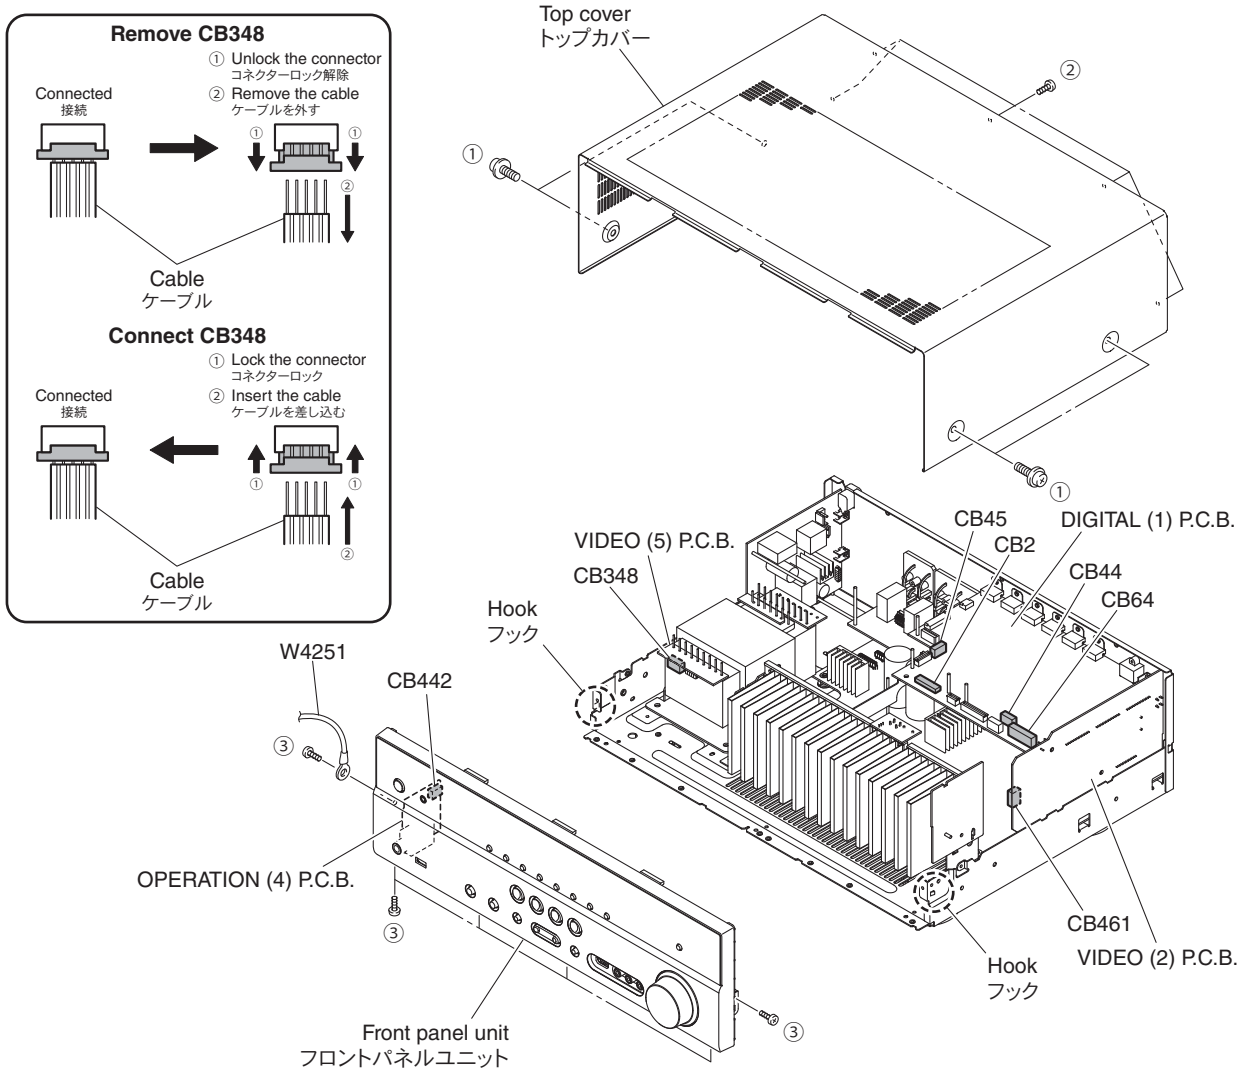

Fig. 1
a. Remove 4 screws (①) and 5 screws (②). (Fig. 1)
b. Lift the rear of the top cover to remove it. (Fig. 1)
a. ① のネジ 4 本、② のネジ 5 本を外します。(Fig. 1)
b. トップカバーの後部を持ち上げ、外します。(Fig. 1)
a. Remove 7 screws (③), and remove W4251. (Fig. 1)
b. Remove CB2, CB44, CB45, CB64, CB442 and CB461. (Fig. 1)
c. Unlock and remove CB348. (Fig. 1)
d. Release 2 hooks on both ends and remove the front panel unit. (Fig. 1)
a. ③ のネジ 7 本を外し、W4251 を外します。(Fig. 1)
b. CB2、CB44、CB45、CB64、CB442、CB461 を外します。(Fig. 1)
c. ロックを外し、CB348 を外します。(Fig. 1)
d. フック 2 箇所を外し、フロントパネルユニットを外します。(Fig. 1)